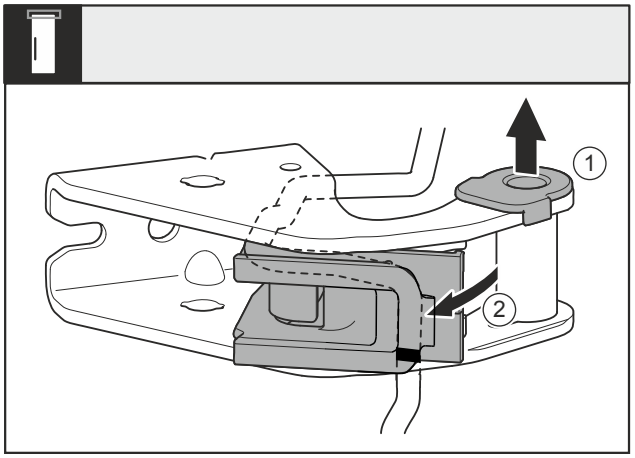

Fig. 27
▶ 将轴衬 *Fig. 27 (1)*从导向装置拉出。
▶ 旋出电缆支架 *Fig. 27 (2)*。